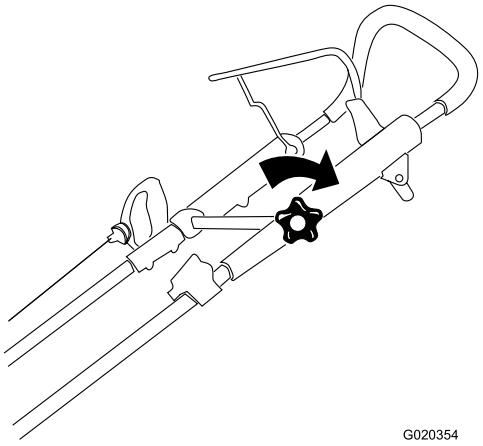

Figur 4
4. Flytt det øvre håndtaket til ønsket stilling og stram den øvre håndtaksknotten godt (Figur 4).